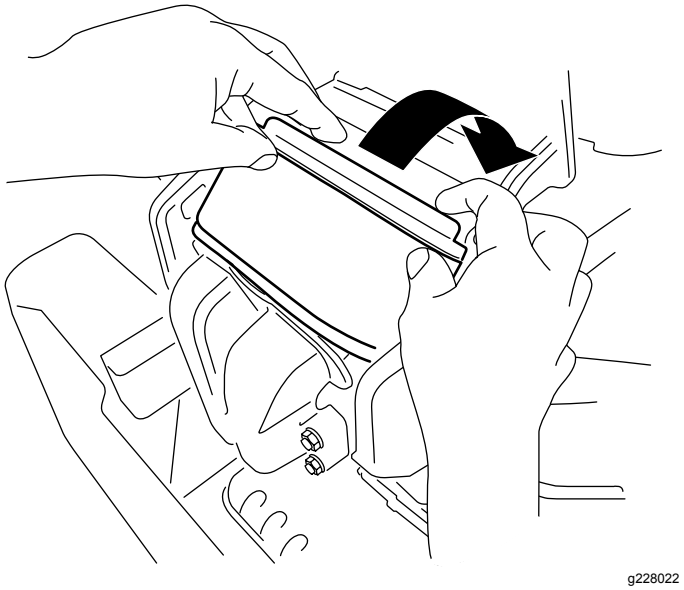

Figur 37
3. Drej filteret ned i kammeret, og sæt det helt fast imod manifolden (Figur 37).